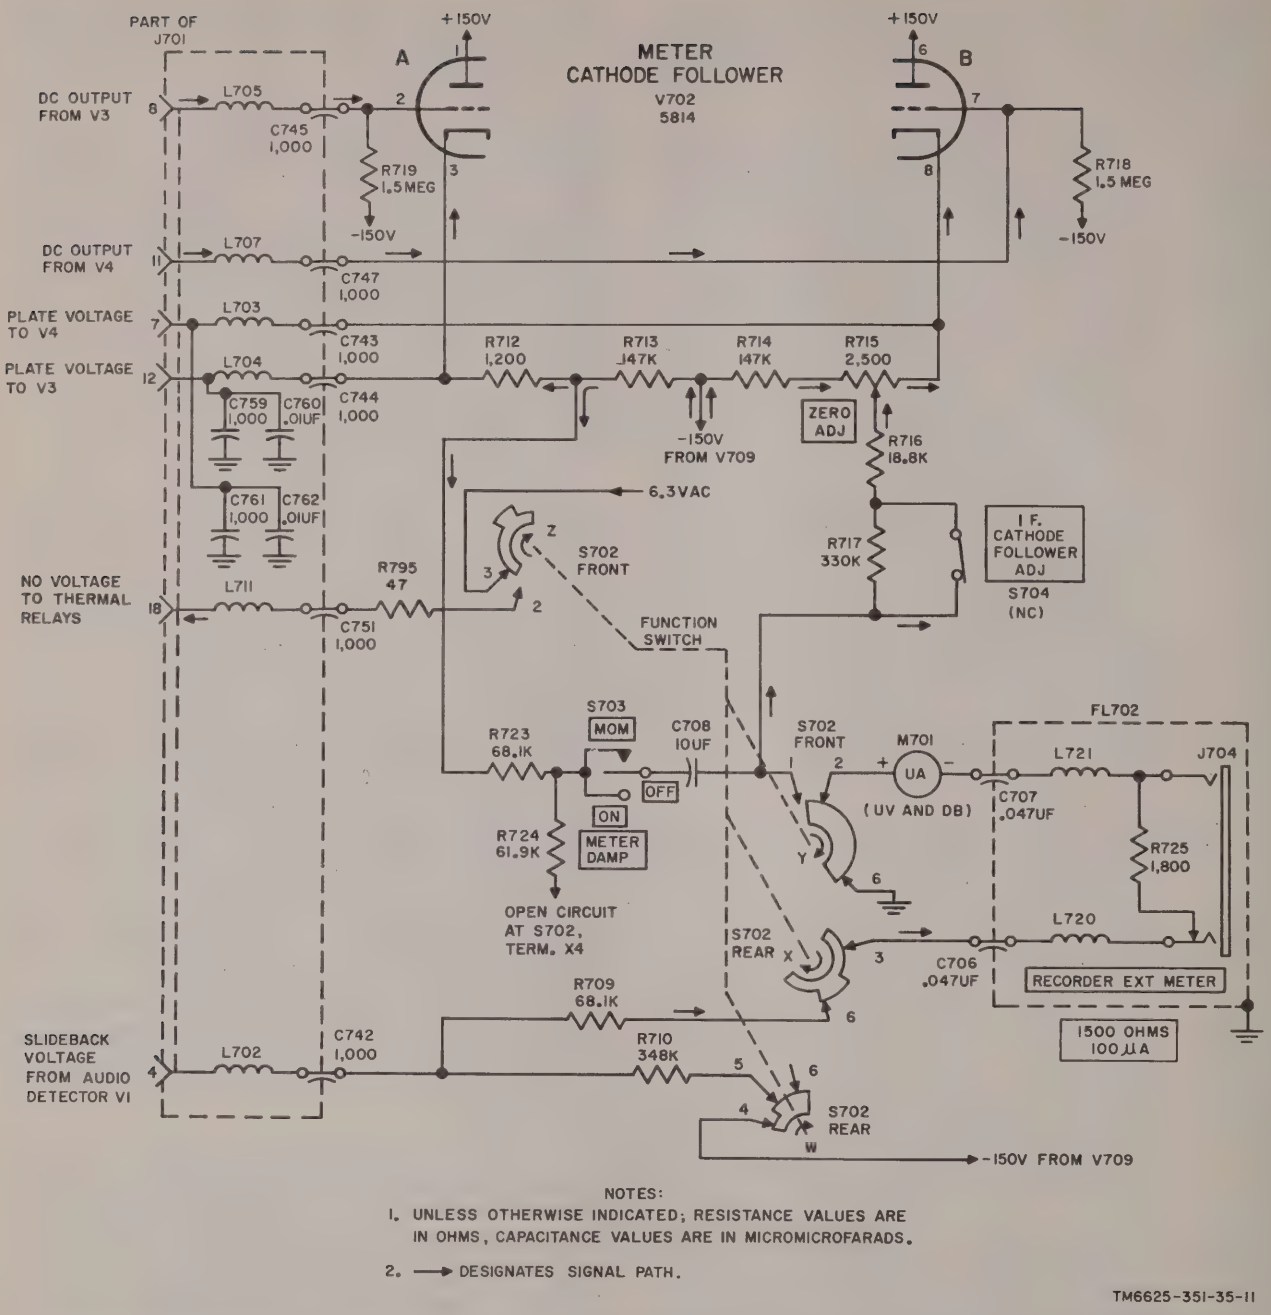

Figure 12. Cathode follower and meter circuit, METERED SLIDEBACK position of function switch.
(1) Contact is broken between terminals 3 and 4. In the ZERO ADJ position, the full -150-volt output of voltage regulator V709 was used to block the signal path at the input to the if. amplifier (in the tuning unit). With S702 rotated to the PULSE PEAK position, this if. amplifier cutoff bias is reduced, and the normal bias voltage circuit is restored (para 29a). Signal voltages introduced into the if. amplifier are now amplified, detected, and coupled to meter cathode follower V702 to produce an indication on meter M701.
(2) Simultaneously, contact is made between terminals 4 and 5. The -150-volt output from voltage regulator V709 now has a path of continuity through dropping resistor R709, feedthrough capacitor C742, and filter choke L702, to terminal 4 of main unit receptacle J701. With a tuning unit plugged into the main unit, mating terminal 4 on the tuning unit connector applies a portion of the negative 150-volt output as back bias to the plate of audio detector V1, in the detector-electrometer circuit. The setting of the front-panel SLIDEBACK control determines the specific bias voltage applied to the audio detector. Under this condition, background noise is removed and only those peaks of the noise (broadband) signals which are greater in amplitude than the bias level set by the SLIDEBACK control are monitored in headsets, when connected to the main unit PHONES jack.
22. METERED SLIDEBACK Position of Function Switch (fig. 12)
Figure 12 shows that the METERED SLIDEBACK position of the function switch disconnects the dc output at V702A cathode (pin 3) from the minus terminal of the meter. Instead of indicating signal amplitude, the meter now indicates that negative voltage which is required to set the signal level from audio detector V1 at the threshold of audibility. The various sections of S702 accomplish this action as follows: